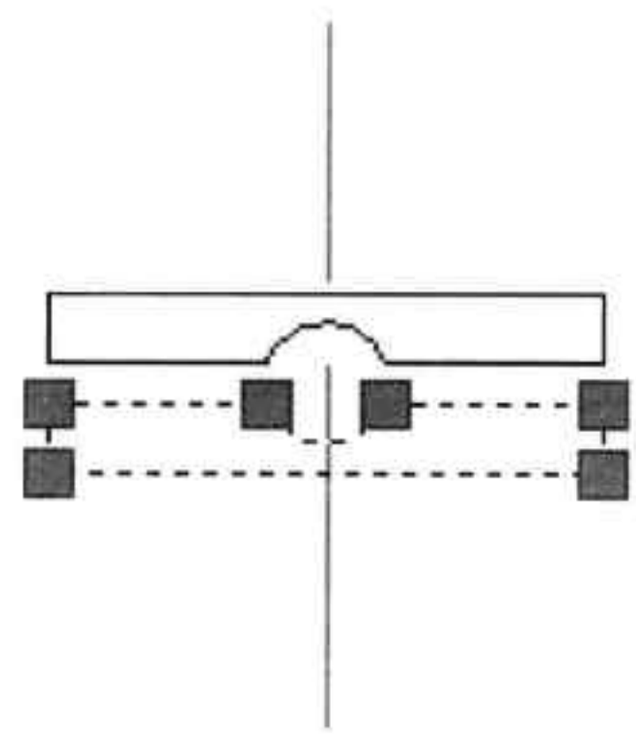

图21-29 再次创建面域
Step 14 执行“面域”命令，对下半部分的区域进行面域操作，如图 21-29 所示。